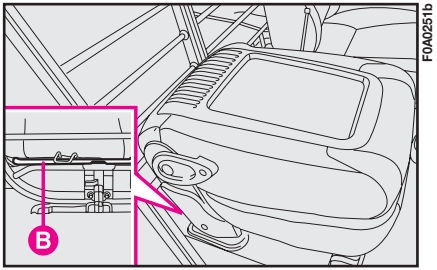

fig. 55
– agir sur le levier **B-fig. 55** et renverser vers l'avant tout le siège;